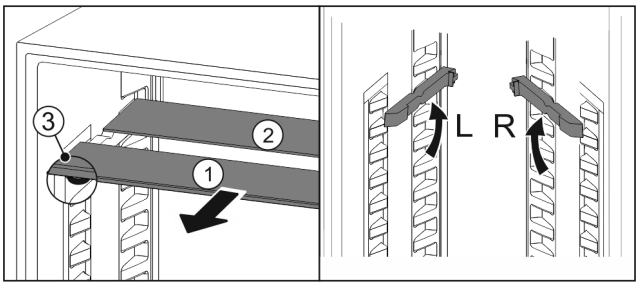

Fig. 26
▶ Glasplatten einzeln nach vorne herausziehen *Fig. 26 (1)*.
▷ Glasplatte *Fig. 26 (1)* mit Zierleiste liegt vorne.
▷ Stopps *Fig. 26 (3)* zeigen nach unten.